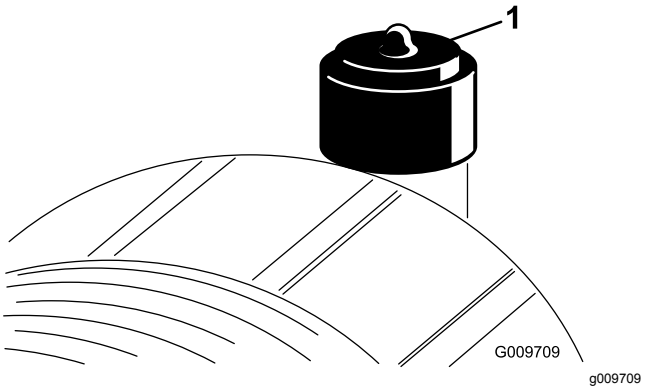

**Figur 54**
Utför service på luftrenarfiltret bara när serviceindikatorn (Figur 54) anger att det krävs. Om du byter ut luftfiltret tidigare ökar det risken för att smuts kommer in i motorn när filtret tas bort.
9. Nollställ indikatorn (Figur 54) om den är röd.